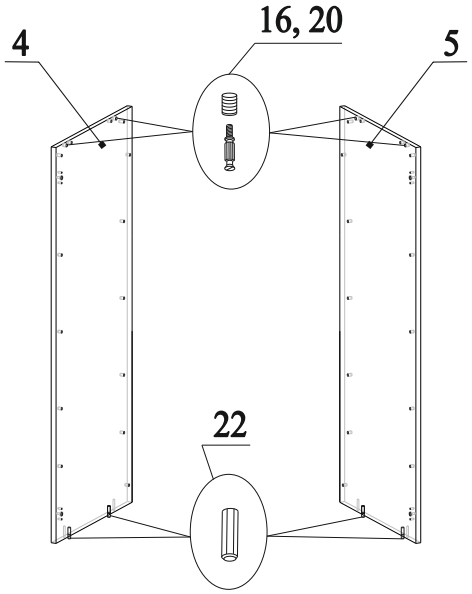

Рис.4
6. В отверстия на деталях 4 и 5 вбить муфты 20 и вкрутить в них дюбеля 16 (рис.4);
7. В нижний торец деталей 4 и 5 вставить шканты 22 (рис.4);